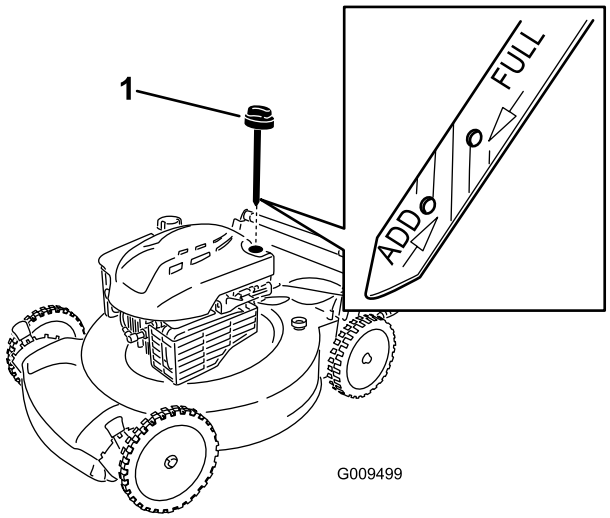

Figure 8
2. Retirez la jauge (Figure 8).
Remarque: Si le niveau n'atteint pas le repère **minimum** (Add) de la jauge, versez **lentement** une quantité d'huile suffisante dans le goulot de remplissage, patientez 3 minutes et répétez les opérations 3 à 5 jusqu'à ce que le niveau d'huile atteigne le repère **maximum** (Full) (Figure 8).